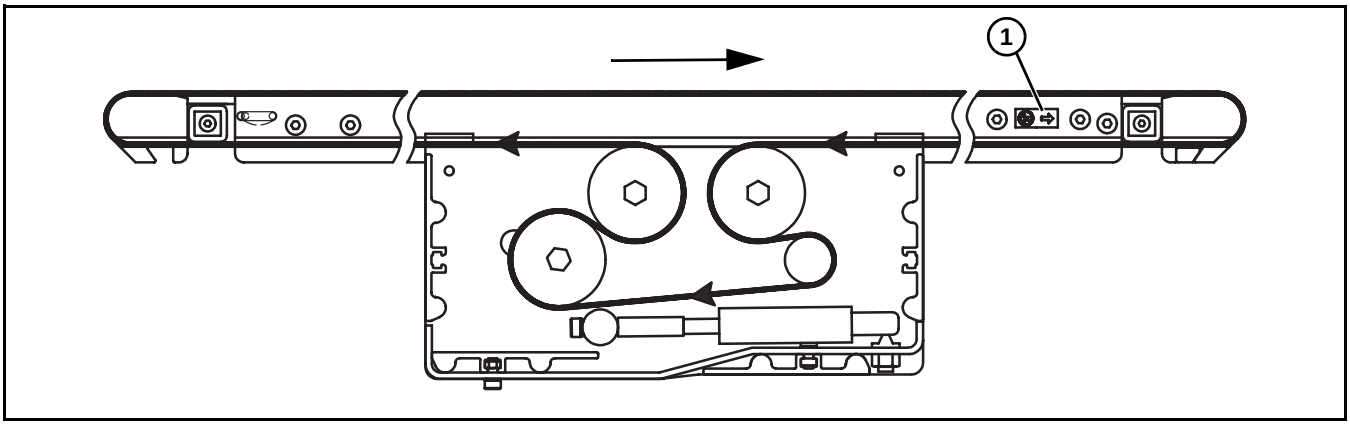

Figure 30
*On a center drive conveyors, belt travel direction is identified by an arrow decal on the side of the conveyor **(Figure 31, item 1)** & **(Figure 30, item 1)**.*